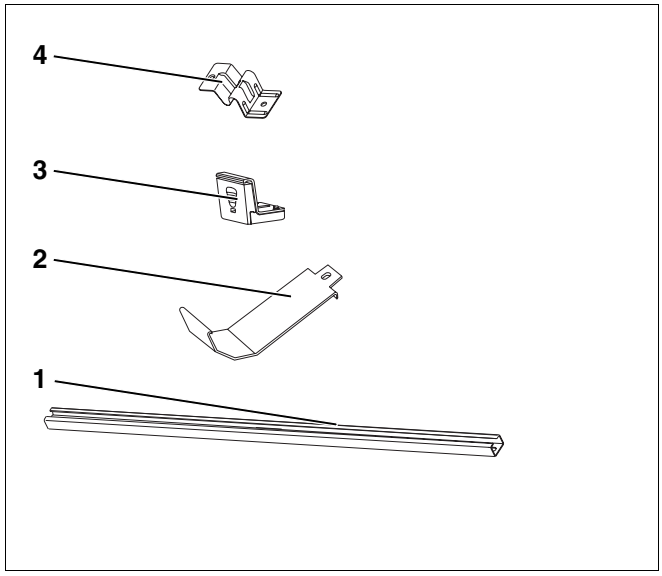

Afb. 6 Basisset
5.2.1 Basisset (per collectorveld voor de eerste collector) – afb. 6